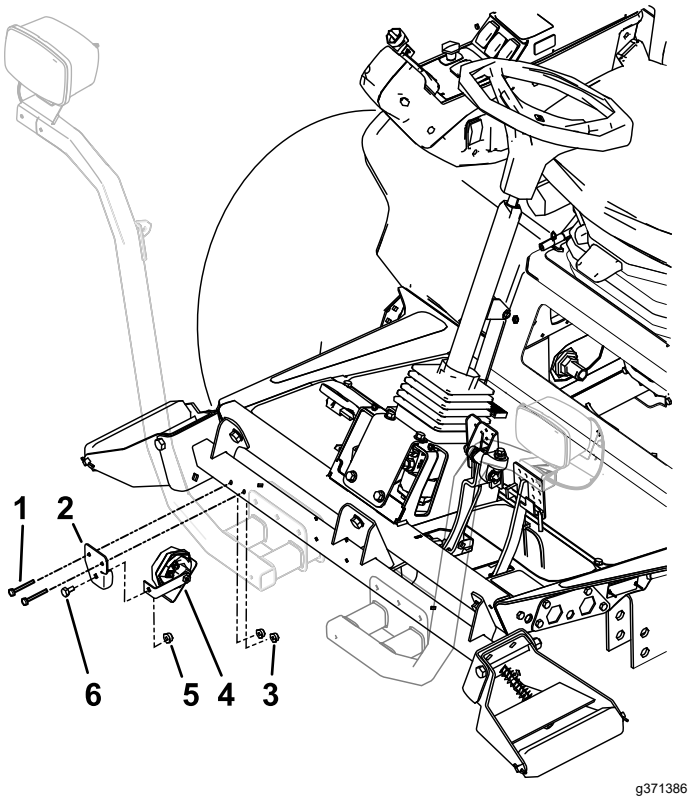

Figur 10
1. Fastgør hornstroppen til hornbeslaget med en bolt (⅜" x ⅝") og en flangemøtrik (⅜") som vist i Figur 10.
2. Monter hornbeslaget på bagsiden af rullens støtterør med 2 bolte (¼" x 2") og møtrikker (¼"). Drej hornet, så det vender nedad (Figur 10).